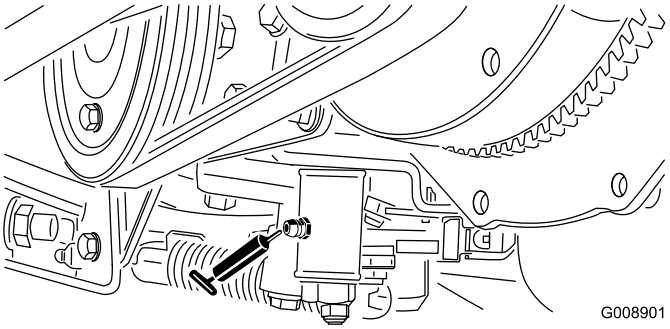

Figuur 38
- Afstelmechanisme neutraalstand (Figuur 38)